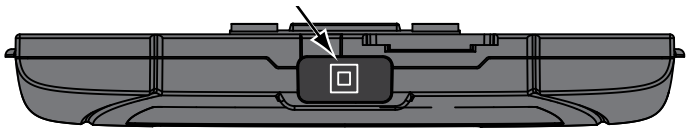

Figure 8-2 *Scope Module USB jack location*
3. Locate the USB jack on the bottom of the Scope Module (Figure 8-2).